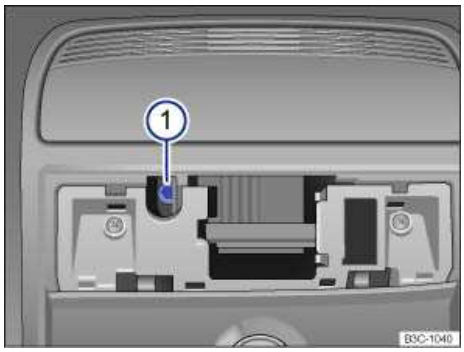

Fig. 159 Hexagonal head screw for closing the power sunroof.
2. Insert a commercially available 1/6 in. (4 mm) Allen wrench[7] into the hexagonal head screw ⇒ fig. 159 (1).